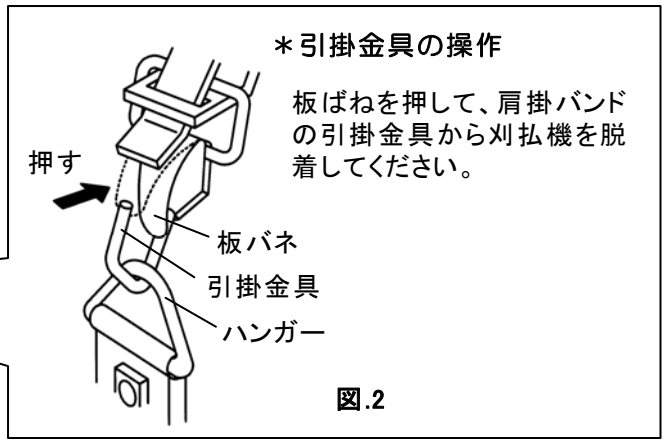

図.2
② 図.2のように、肩掛バンドの引掛金具を刈払機のハンガーに取り付けてください。
③ 刈払機を身体の右側に吊り下げ、刈刃が地面と平行になるようにバンドの長さを調整してください。